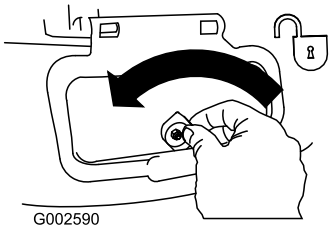

Figur 30
1. Lossa sidoutkastarluckan (Figur 30).